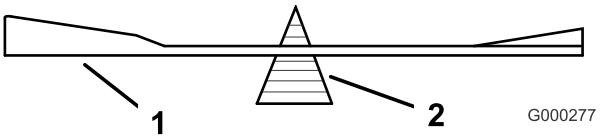

Figur 96
2. Sjekk knivens balanse ved å legge den på en balanseringsinnretning (Figur 96).